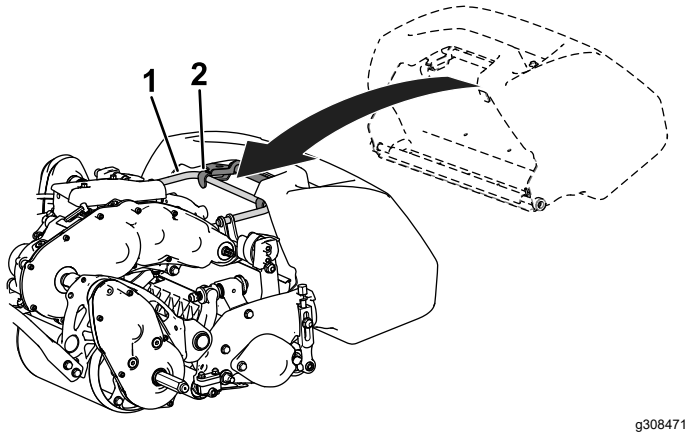

Figuur 4
2. Leid de rand van de grasmand tussen de zijplaten van de maai-eenheid en over de voorste rol (Figuur 4).
3. Monteer de grasmandhaken over de framebeugel (Figuur 4).